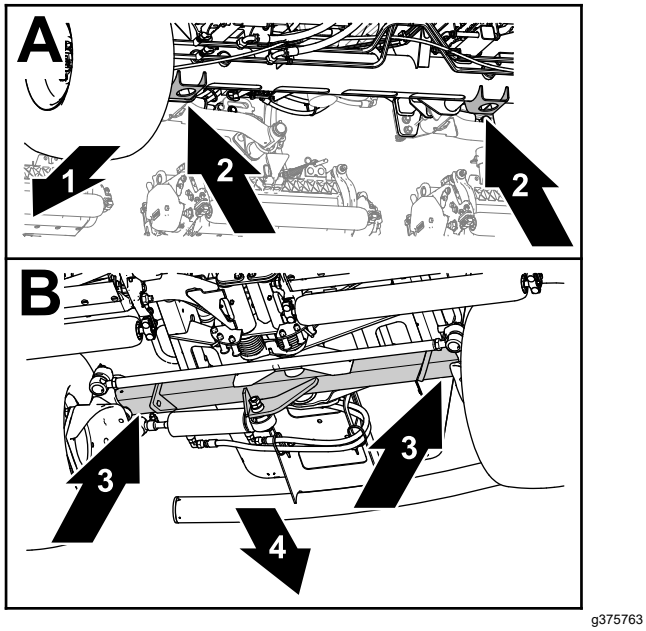

Figuur 100
- Voor - de krikbeugels van de buis van de vooras (Figuur 100).